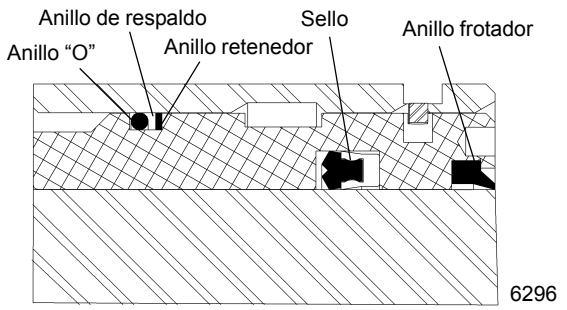

FIGURA 2-53
1. Instale el sello y el anillo frotador de repuesto en el interior de la cabeza (Figura 2-53).
2. Instale el anillo "O", el anillo de respaldo y el anillo retenedor de repuesto en el exterior de la cabeza (Figura 2-53).